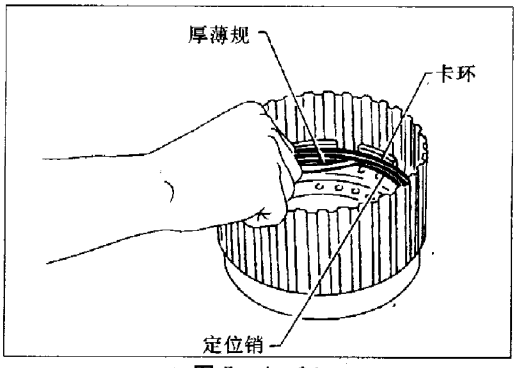

图 5-4-91
a. 见图 5-4-91,测量超速档离合器保持盘与卡环间隙。标准值为 0.7~1.1mm;允许极限值为 1.7mm。若超过极限值,选择合适的保持盘。